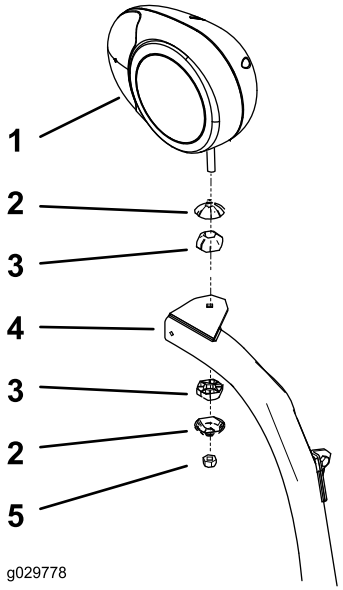

Bild 11
2. Befestigen Sie den rechten und linken Scheinwerfer mit den Befestigungen, die den Scheinwerfern beiliegen, an den Scheinwerferhalterungen (Bild 11).